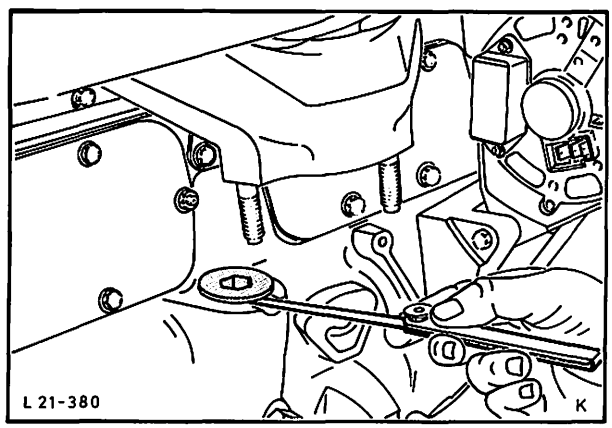

Abb. 88 Spiel – Ölpumpenantrieb messen
69. Spiel – Ölpumpenantrieb messen und Verschlußstopfen anbauen. Verschlußstopfen ohne Scheiben montieren und leicht anziehen. Mit einer Fühlerlehre Abstand zwischen Auflagefläche des Stopfens und Zylinderblock in der dazu vorgesehenen Aussparung messen, Abb. 88.